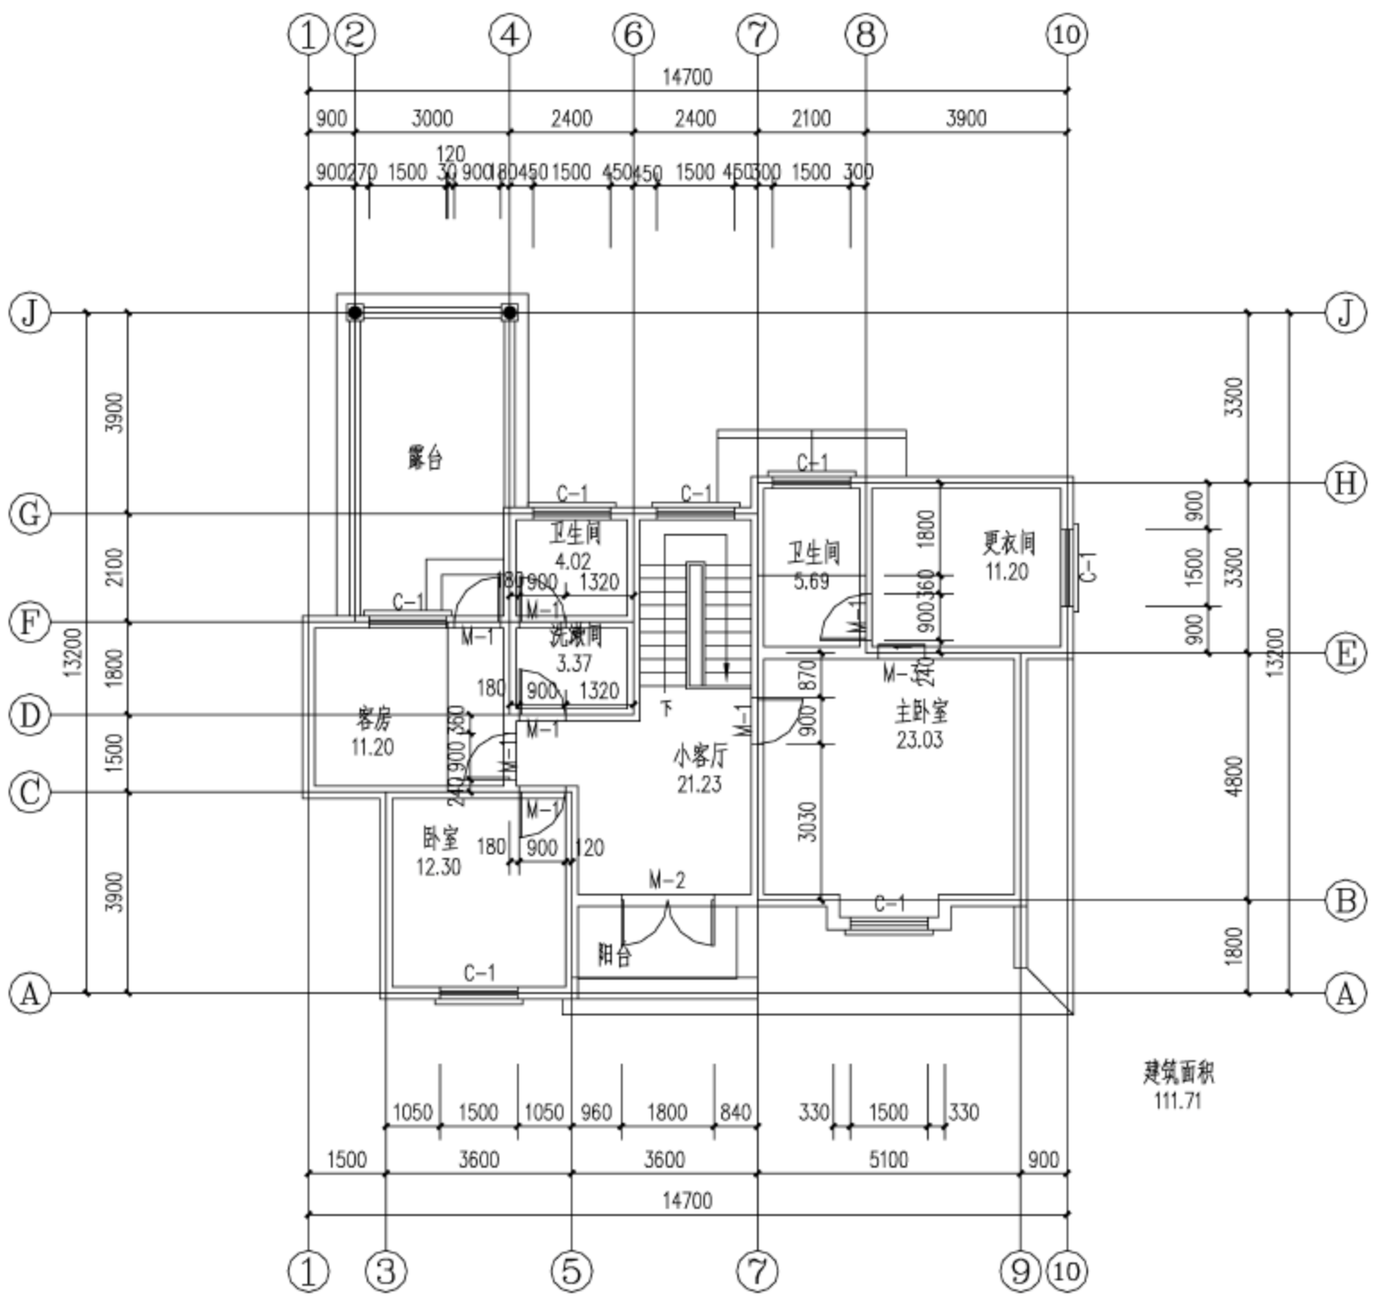

图 18-105　外侧的门窗标注
(1) 在标注门窗尺寸时，先把“家具”图层关闭，然后单击菜单中的“尺寸标注”→“门窗标注”命令，根据命令行提示线选尺寸标注的门窗所在的墙线和第一、第二道标注线，自动生成外侧的门窗标注，具体步骤不再详述，生成的标注如图 18-105 所示。